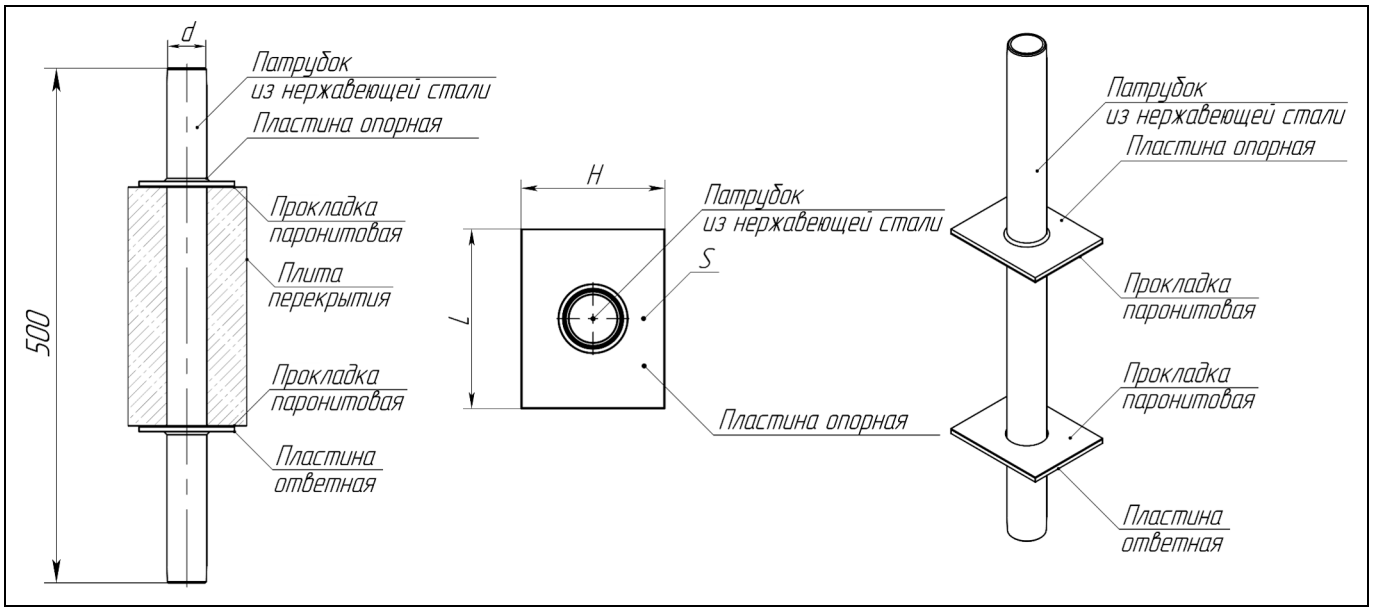

Рис.1. Схема устройства и установки неподвижных опор «Энергия-Аква» Ду15…Ду40.
Схема устройства и установки неподвижных опор «Энергия-Аква» Ду15…Ду40 представлена на рис.1 (стр. 3).
ТАБЛ.1 ОСНОВНЫЕ ТЕХНИЧЕСКИЕ ПАРАМЕТРЫ НЕПОДВИЖНОЙ ОПОРЫ «ЭНЕРГИЯ-АКВА» Ду15…Ду40 (ТИП ПРИСОЕДИНЕНИЯ – РЕЗЬБА) (см. рис.1, стр. 3)
(см. рис.1, стр. 3)
1. Указания по монтажу неподвижных опор «Энергия-Аква» Ду15…Ду40 (см. рис.1, стр. 3).